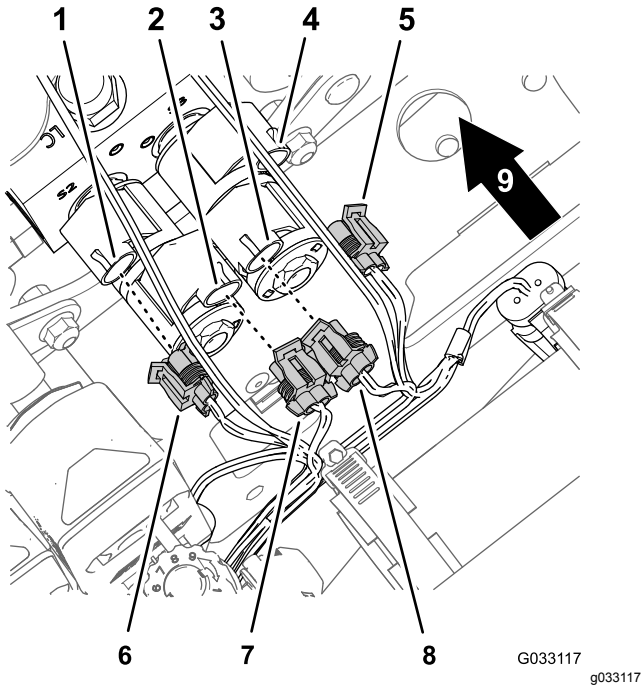

Figur 32
3. Koble fra kontaktene med to sokler på ledningssatsen for finishingsettet for den soniske bommen (Figur 32), fra kontakten med to pinner på solenoidene for løftesylindermanifolden som følger: